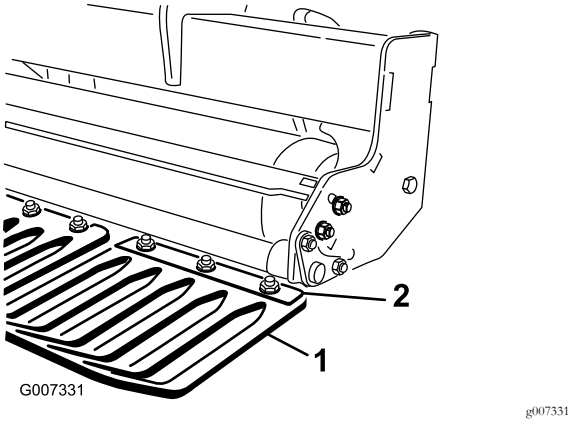

Figur 17
1. Løsn de møtrikker, som fastgør plæneafskærmningsklemmerne til plæneafskærmningens ramme (Figur 17).